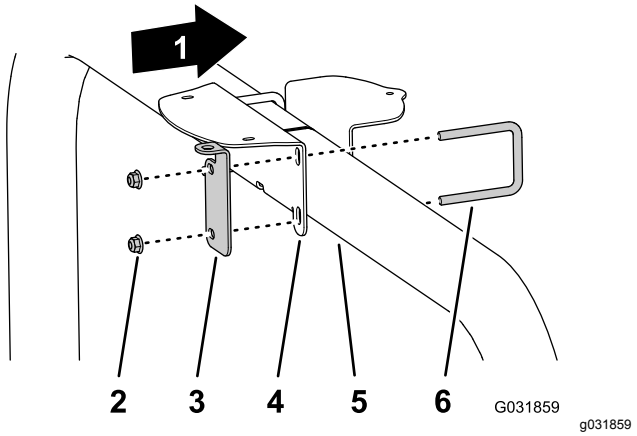

Figur 150
- Om maskinen har GNSS och CDMA- eller GSM-RTK-korrigeringsmodemsatsen monterar du mottagarfästet och RTK-antennfästet på vältskyddsröret (Figur 150) med de två U-skruvarna och fyra flänslåsmuttrarna (3/8 tum).